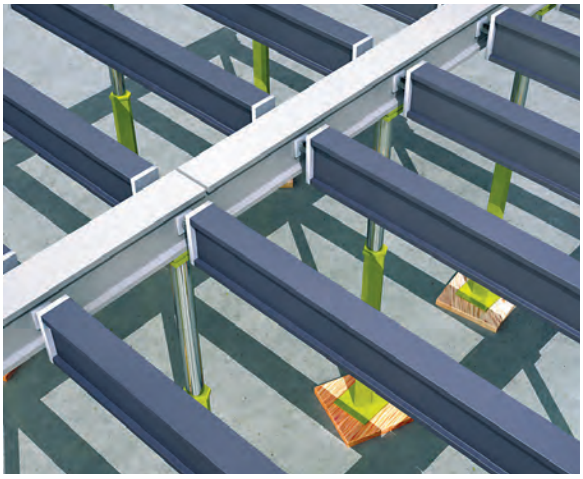

Fig. 2 : Coffrage industrialisé
- ou poutrelles industrialisées (fig. 2).